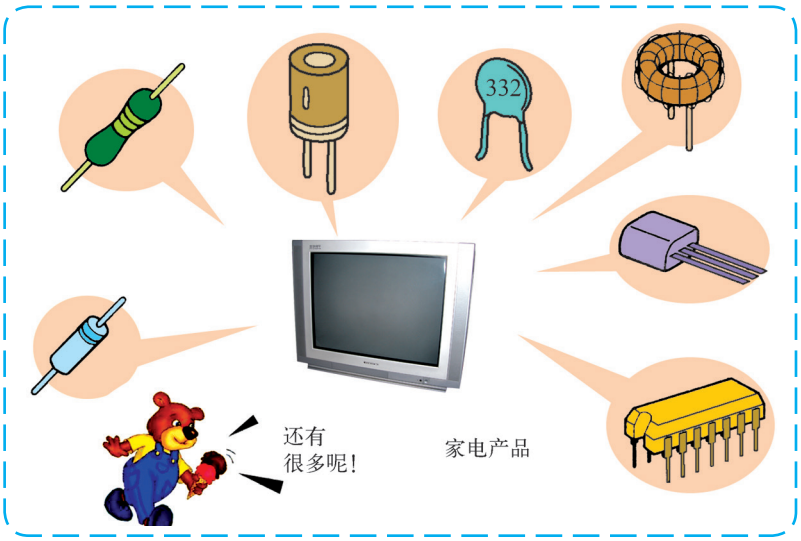

图 1.1　电视机中的部分电子元器件
2. 对照图 1.1，你能说出这些电子元器件的名称和作用吗？